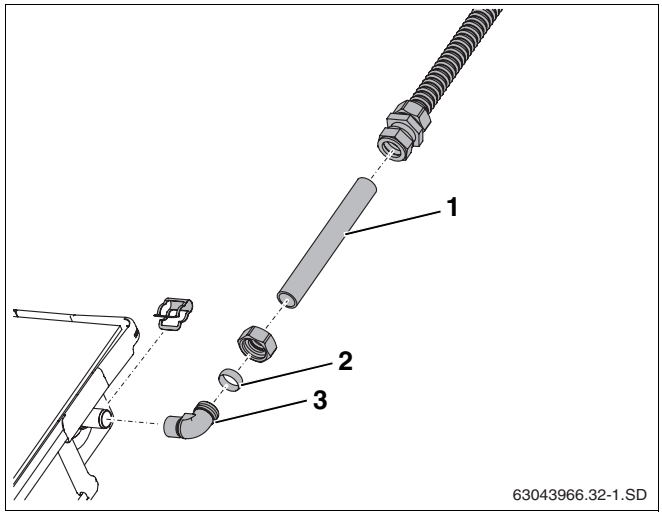

Abb. 61 Anschlussrohr verlängern
- Klemmring (Abb. 61, **Pos. 2**) und Überwurfmutter auf Winkel (Abb. 61, **Pos. 3**) montieren.
- Entsprechend abgelängtes Kupferrohr (18 mm, Abb. 61, **Pos. 1**) in Klemmringverschraubungen schieben.